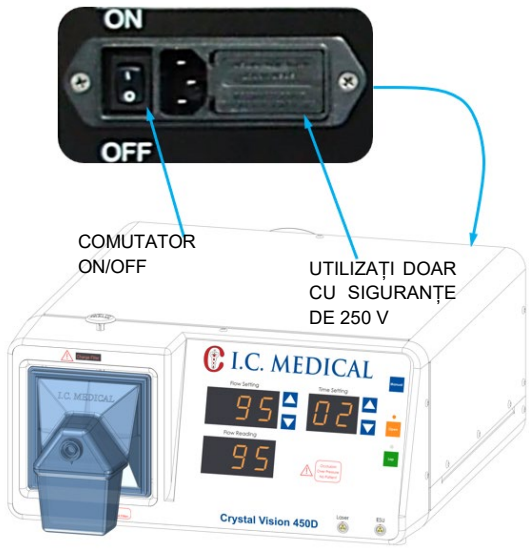

Figura 12: Locația comutatorului ON/OFF.
1. Comutatorul ON/OFF se află pe panoul din spate (Figura 12), lângă cablul de alimentare. Acest comutator controlează alimentarea cu electricitate a unității CRYSTAL VISION®. Sunt utilizate simboluri internaționale. Simbolul [I] indică alimentarea „Pornită”, iar [O] indică alimentarea „Oprită”. Acest comutator controlează și ventilatorul de răcire.